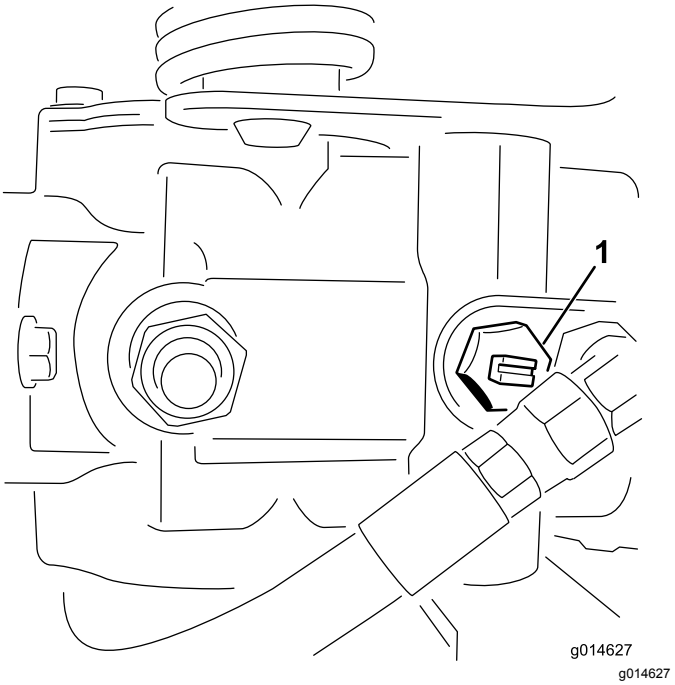

Rysunek 37
1. Znajdź na pompie zawór obejściowy i obracaj nim tak, aby szczelina była skierowana pionowo (Rysunek 37).
2. Przed uruchomieniem silnika zamknij zawór obejściowy, obracając nim tak, aby szczelina znajdowała się w położeniu poziomym (Rysunek 37). Nie uruchamiaj silnika przy otwartym zaworze.